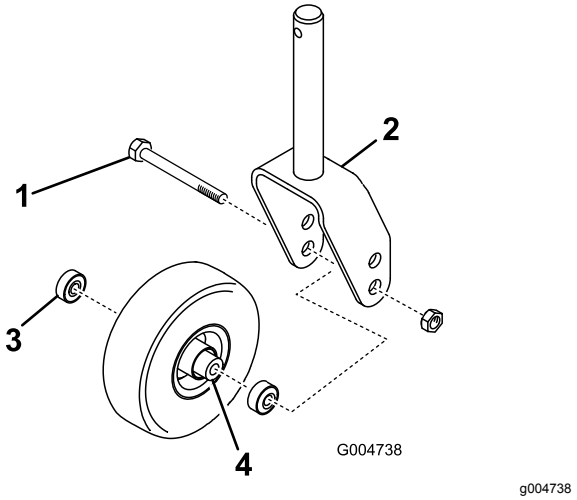

**Figur 142**
1. Skru låsemøtrikken af bolten, der holder styrehjulsenheden i styrehjulsgaflen eller styrehjulsdrejearmen (Figur 142).
2. Tag fat i styrehjulet, og skyd bolten ud af gaflen eller drejearmen (Figur 142).
3. Fjern lejet fra hjulnavet, og lad lejeafstandsbøsningen falde ud (Figur 142).
4. Fjern lejet fra den modsatte side af hjulnavet (Figur 142).